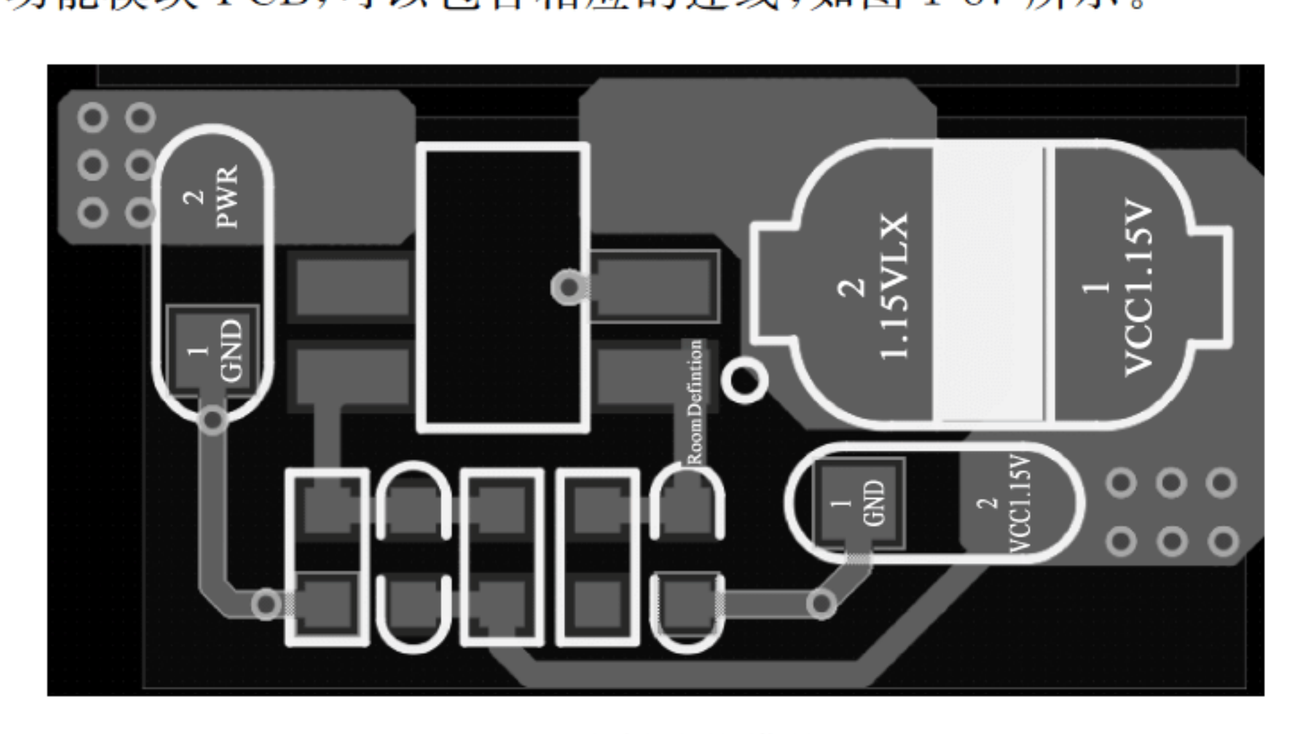

图 1-87 绘制功能模块 PCB
(3) 绘制功能模块 PCB,可以包含相应的连线,如图 1-87 所示。